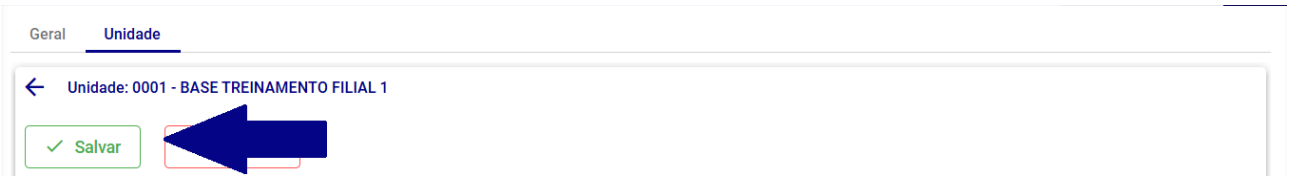

Figura 40: Salvar
3. Após definir os parâmetros específicos da unidade, é necessário clicar em **Salvar** (Figura 40).